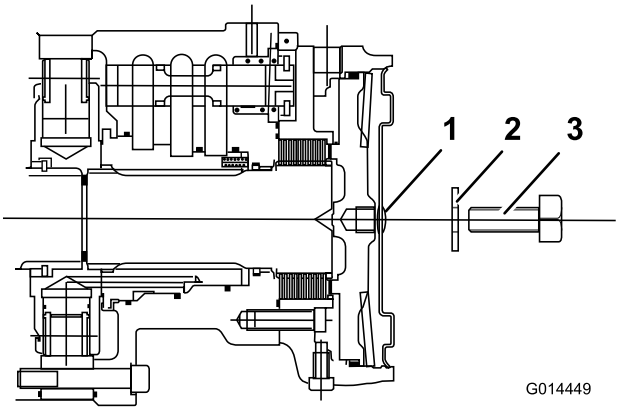

Figur 52
4. För en M12 x 40 mm lång ställskruv med bricka i hålet i mitten på motorns ändplåt (Figur 52).
5. Dra åt ställskruven i det gängade hålet i bromskolven tills bromsen frigörs (Figur 52).
6. Lokalisera den vänstra framhjulmotorns skivbromsenhet och upprepa samma procedur som tidigare (Figur 52).